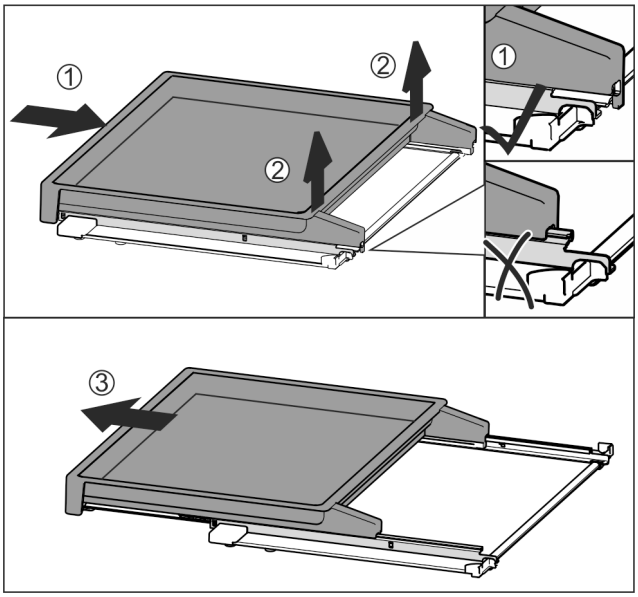

Fig. 108
▶ Împingeți complet raftul extractibil în interior *Fig. 108 (1)*.
▶ Desfaceți blocarea din partea din spate *Fig. 108 (2)*.
▶ Extrageți raftul extractibil către înainte *Fig. 108 (3)*.